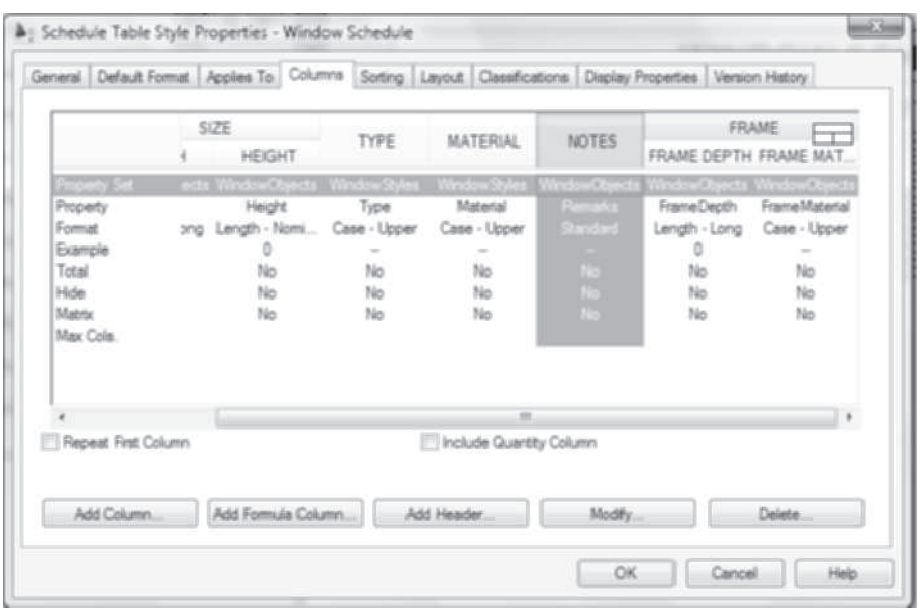

FIGURE 11.68 *Moving a column within the schedule*
19. Select the window schedule and choose **Edit Style** from the General panel of the Schedule Table tab. Select the **Columns** tab. Select the **Notes [Remarks]** heading and drag the heading to the right as shown in Figure 11.68. Click **OK** to dismiss the **Schedule Table Style Properties – Window Schedule** dialog box. The completed window schedule is shown in Figure 11.69.